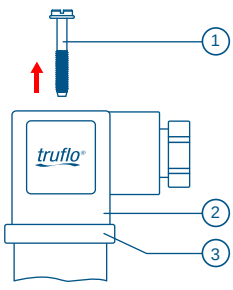

Fig. 1
- Loosen the central screw (pos. 1) and disconnect the junction box (pos. 2) from the connector (pos. 3), Fig. 1.